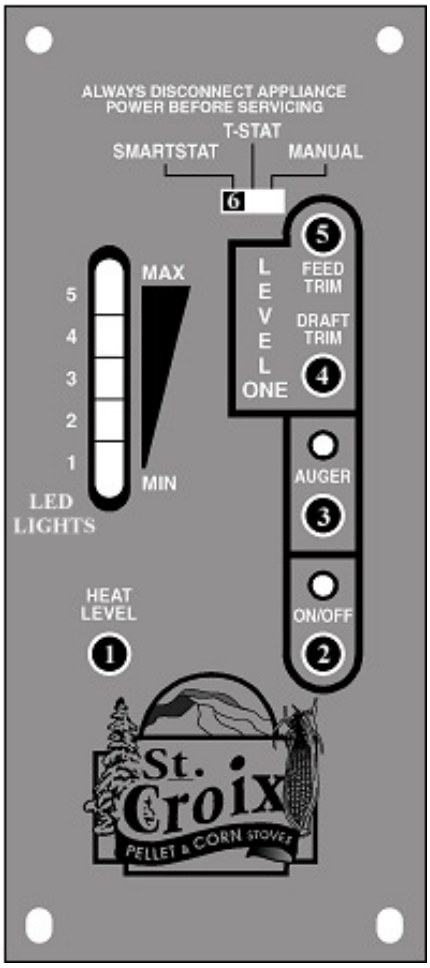
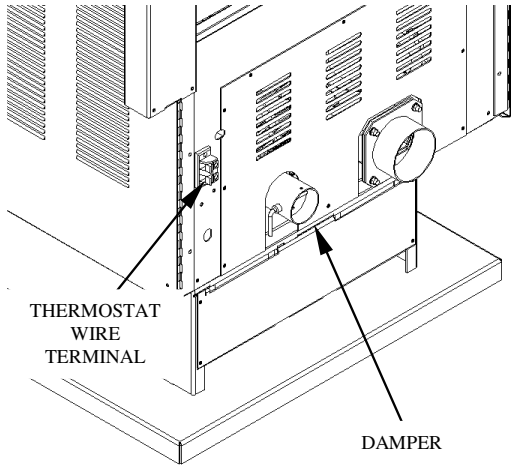

Figure 2
Figure 3
The Afton Bay is approved to burn a mixture of pellets and corn (maximum 50% corn). The Thermostat Switch should be set to the Manual position. (*See Fig. 2 on page 5*) Operation of the stove doesn't change when burning a mixture of pellets and corn. The burn pot will need to be cleaned on a daily basis, using the "Pot Scraper Tool" shown in figure 3 on page 9. Use the Pot Scraper Tool to remove any clinkers that build up because of the corn when needed. For more information, read the Daily, Periodic and Yearly Maintenance section towards the back of this manual.
A closer look at the Control Board on page 5, in figure 2 will explain how the board works. There are five buttons labeled 1 through 5, a slide switch labeled 6 and a LED Light bar with 5 Heat Settings. ***The LED Light bar is also used during the Diagnostic process, see page 6 and 7 for more details.***
The buttons on the board function as follows: *(Refer to Figure 2. The touch pad buttons and Slide Switch are labeled with the white numbers 1 through 6)*
Lighting Your Stove. (Refer to Figure 2)
Shutting The Stove Off *(Refer to Figure 2)*
The #2 LED and the #3 LED lights on the LED Light bar as show in Figure 2 will flash to give a
1. The **Proof of Fire** switch. This switch will sense the temperature of the Exhaust rising during start up. If the Exhaust temperature does not reach 110 degrees F, or if during use the temperature drops below 110 degrees F, the Stove will go into **"Internal Alarm"** and the Auger will quit feeding fuel. Once the stove completes the safety shutdown, the #3 LED will start blinking. *(See Figure 2 on Page 5 and point 3 on page 15)*
2. The **High Limit** switch. This sensor will sense if the unit reaches temperatures that are too high for normal operation. If this happens the Auger will quit feeding and the #2 and #3 LED lights will flash simultaneously. *(See Figure 2 on Page 5 and point 4 on page 16)*
3. The **Vacuum** Switch - For the stove to operate, the Firebox needs to be sealed. During the first 30 seconds after the stove has been turned on the Control Board will check if the switch senses negative pressure (Vacuum) in the Firebox of the stove. If there is no negative pressure, the stove will shut down and the #2 LED will start blinking. *(See Figure 2 on Page 5 and point 2 on page 15).*